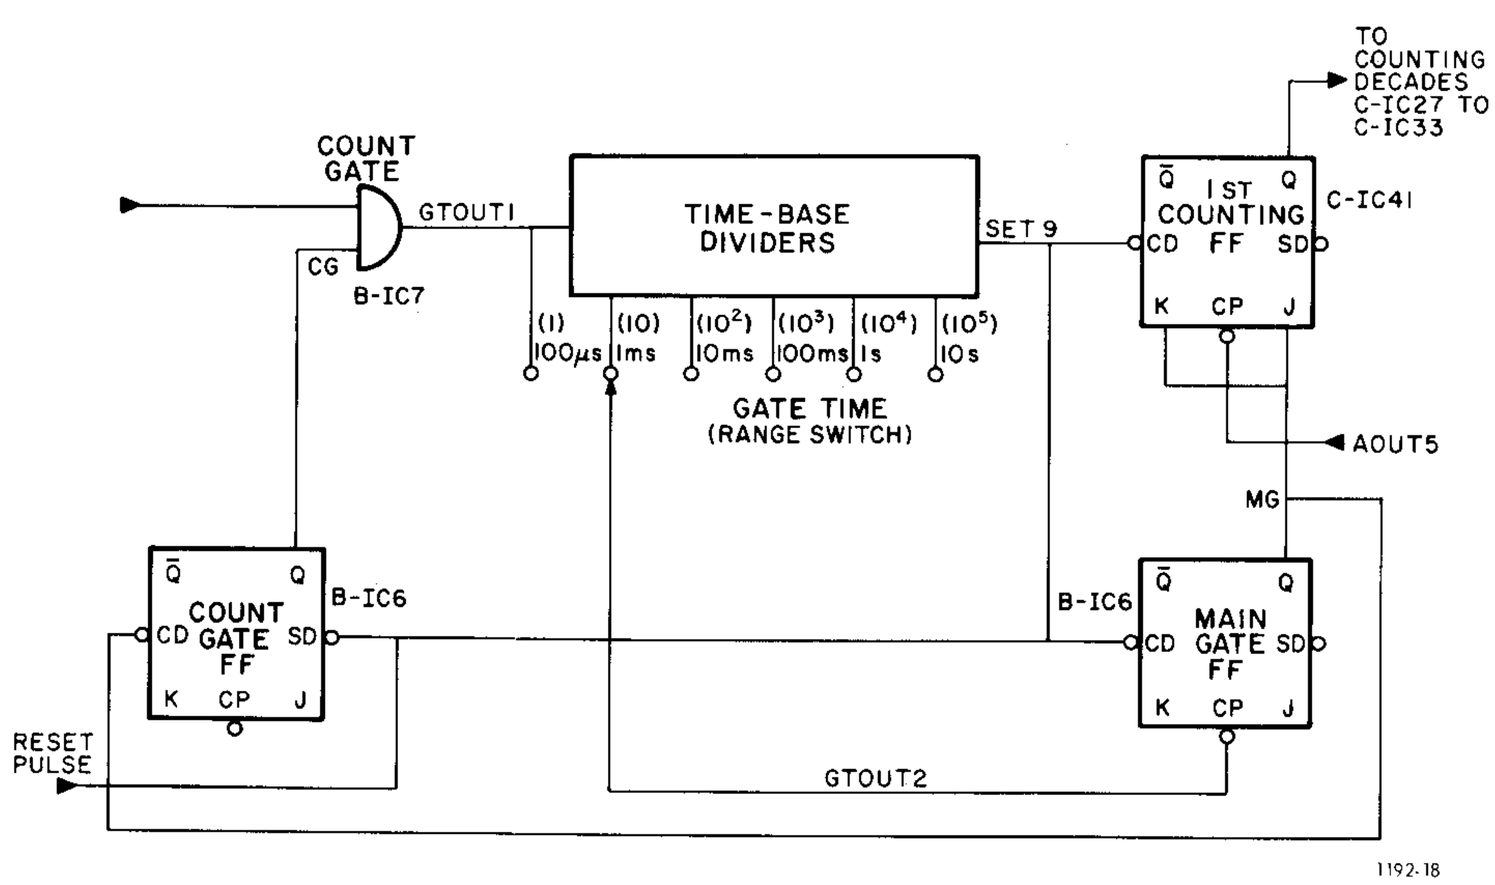

Figure 4-8. Block diagram.
Quiescent. In the FREQUENCY mode, decimal points D1, D2, D3 and D4 (Table 3-2) are used. These, along with the proper unit that is displayed in the window to the right of the digits, are selected by the position of the range switch. When the FREQUENCY pushbutton is depressed, the circuits are interconnected as shown in Figure 4-8. The GATE TIME (range) switch can be set for gate times between 100 μs and 10s. The illustration shows a 1-ms setting.
4.9.4 Period (Figures 4-8/4-10.)